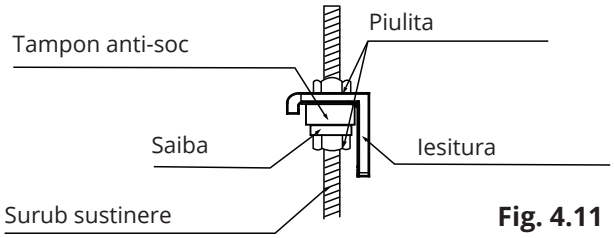

Fig. 4.11
10. Fixati unitatea interioara pe carligele de ancorare. Asezati unitatea in pozitie perfecta, dreapta si folositi polobocul pentru a va putea evita scurgerile. (Fig. 4.11).